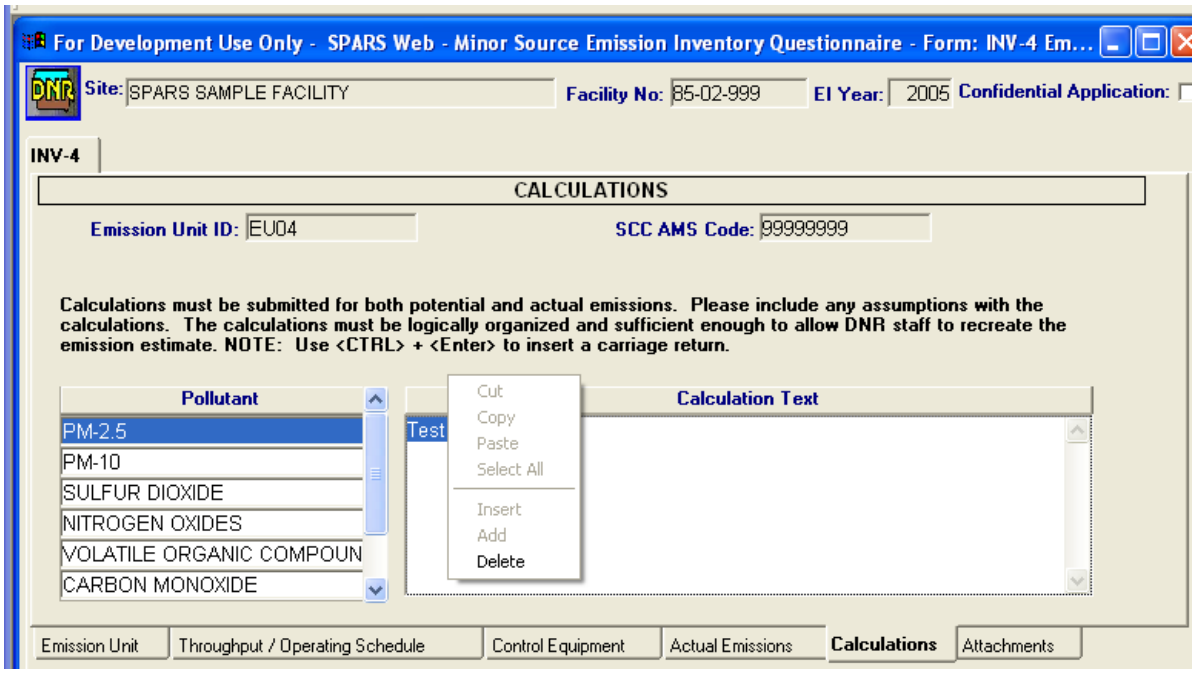

Figure 9.18 – Cleaning up Form INV-5
4. Right click and choose "Delete." See Figure 9.18 below.